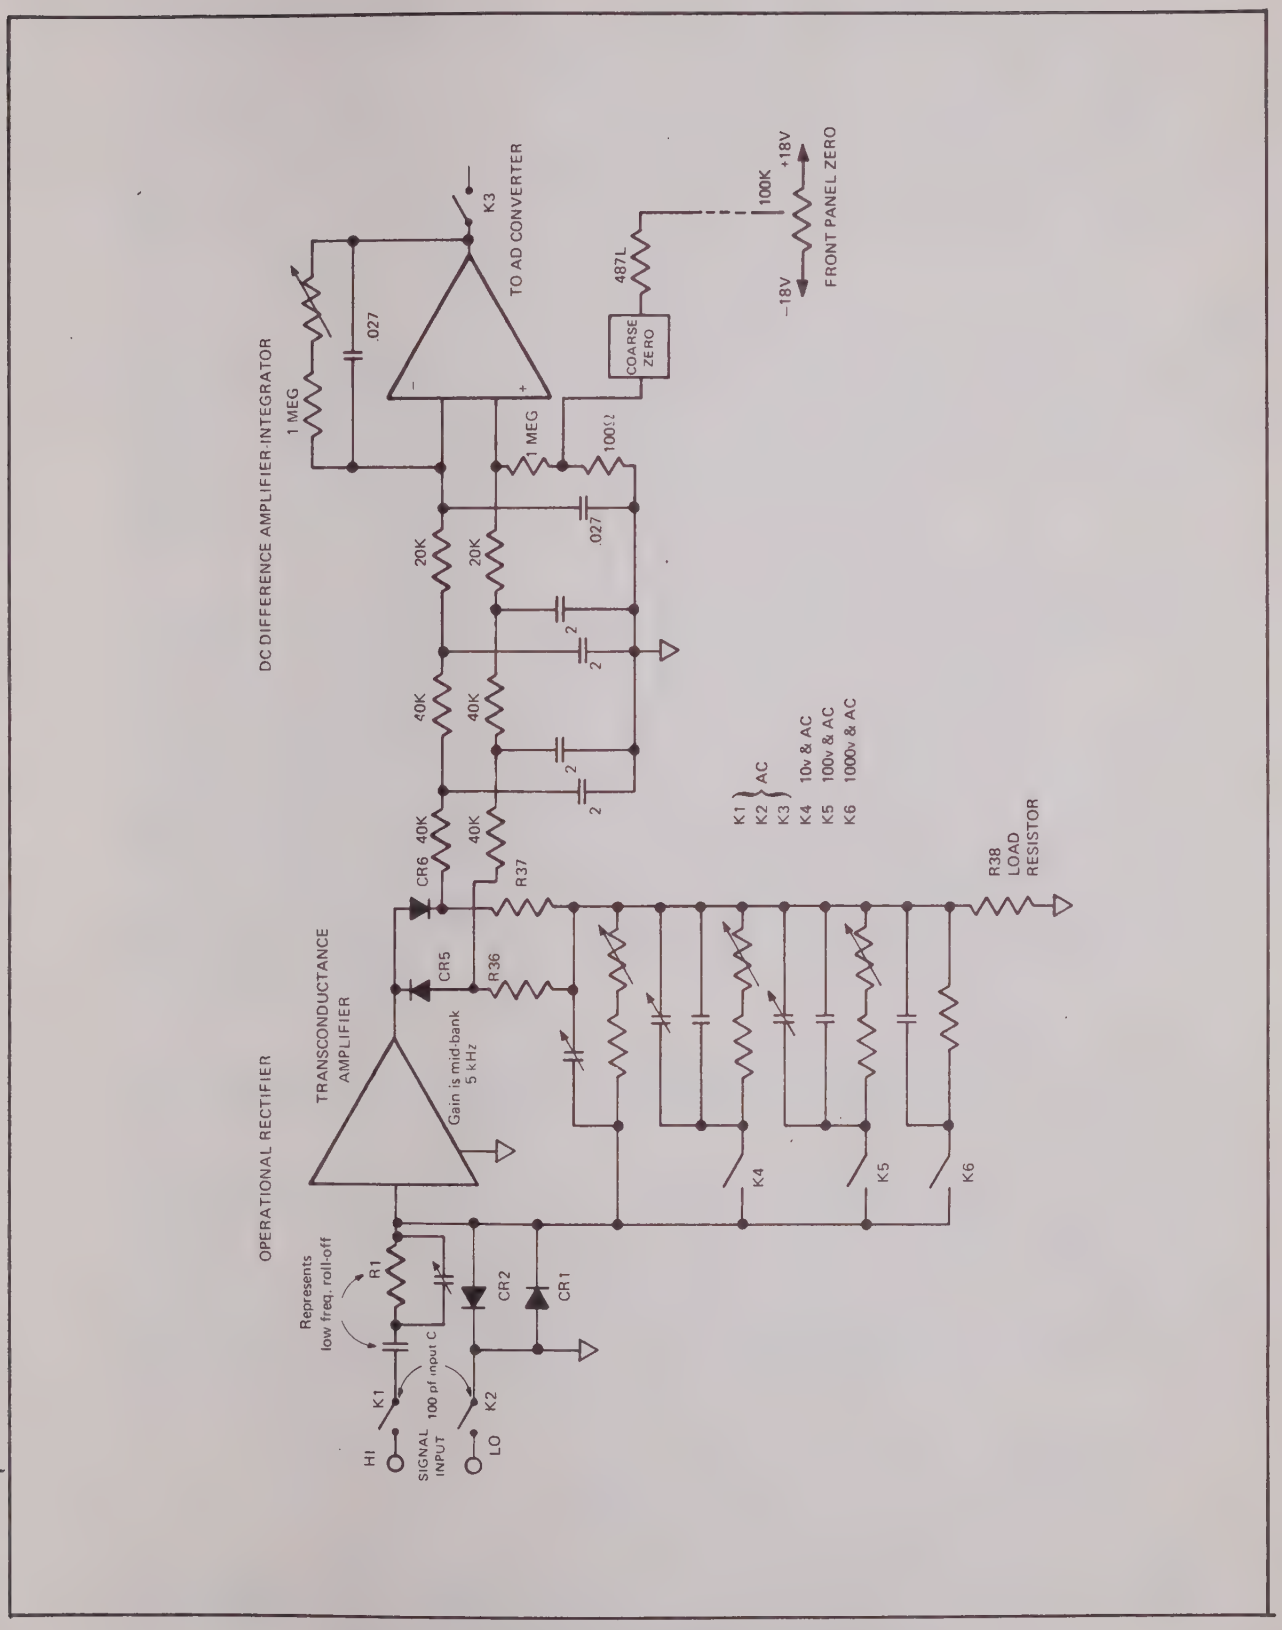

FIGURE 13. BLOCK DIAGRAM AC CONVERTER
F. AC CONVERTER THEORY (Figure 13 and Schematic No. 6)
The block daigram, (Figure 13) is divided into two major parts. A wide band operational rectifier circuit where the ranging is accomplished and a DC difference (or subtracting) amplifier-intergrator where the rectifier output is filtered and amplified. The DC amplifier also provides the low source impedance required by the A-D Converter.